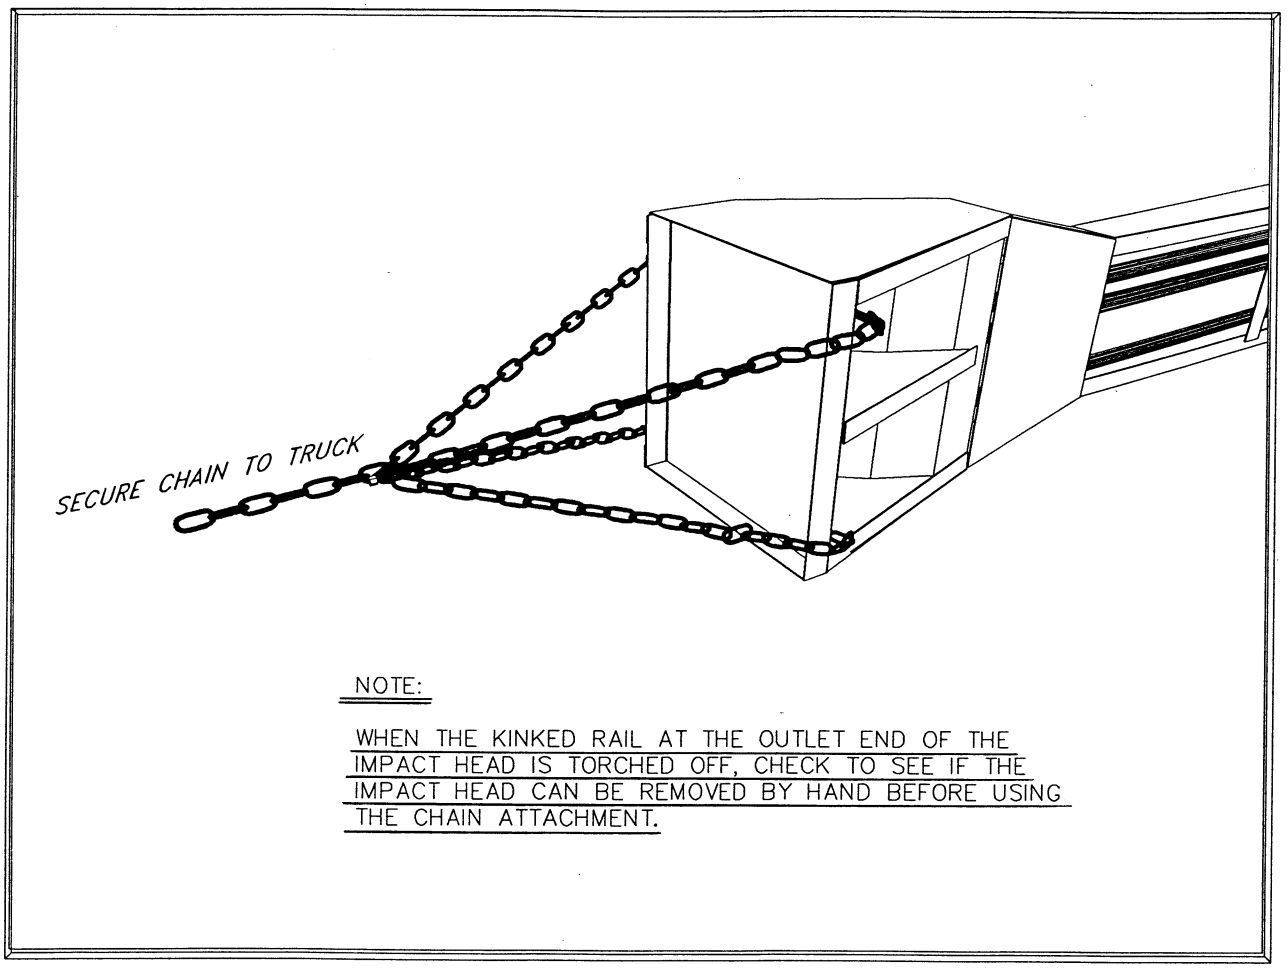
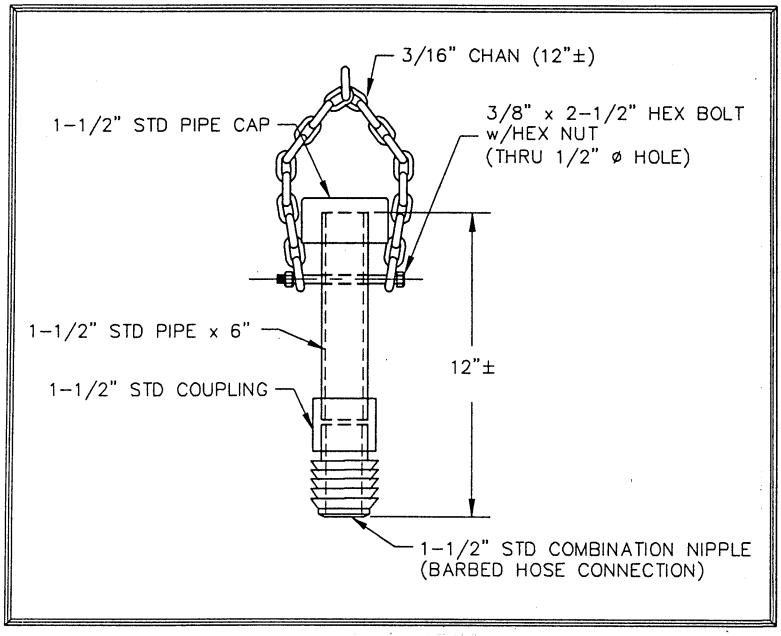

Figure 11. Chain Attachment to Remove Impact Head
Figure 12. Wood Post Pulling Tool (Pipe Option)
- Heavy duty chain to remove the impact head is sometimes required (see **Figure 11**),
- Post remover tool (see **Figures 12 and 13**),
(1) Check the impact head for damage.
(2) Check the cable anchor bracket and cable assembly for damage. The bearing plate, nuts, washers, cable anchor bracket, and the special cable anchor bracket shoulder bolts are rarely damaged.
(3) Check the number of broken posts and wood blockouts that need to be replaced, along with any damaged bolts. Inventory and pick up the reusable parts.
(4) Torch off the kinked rail near the outlet of the impact head. The impact head should be able to be **removed by hand** at this point. If not, then hook up a chain attachment through the opening behind the impact plate of the impact head, as shown in **Figure 11**. Pull the impact head off the rail with the chain attached to a truck frame with the W-beam guardrail still attached to the downstream guardrail posts.
(5) Disconnect and remove the damaged rail from the posts.
(6) Remove the broken posts from the foundation tubes using one of the two post removal tools (see **Figures 12 and 13**) assembled from "off the shelf hardware" items. Pound the steel pipe or screw the lag screw into the top of the broken post stub and remove the remains of the broken post by pulling on the chain. Use a pry bar as a lever if necessary.
(7) Reinstall the system following the procedures listed in this manual.
(1) Remove damaged rail and impact head from the roadway or shoulder area.
(2) Using an acetylene torch, cut the kinked rail off at the outlet of the impact head and inspect the head for any damage.
(3) Remove the impact head by hand. If this is not possible, then with a chain hook-up (see **Figure 11**), pull the impact head off the downstream rail that is still attached to the posts.
(4) Locate the first post downstream of any damaged rail and cut this rail off about 9″ in front of the post. If the post is at a splice, simply unbolt the damaged rail.
(5) Install the impact head on the rail and attach it to the post with lag bolts.
(6) Warning signs should be used where appropriate.